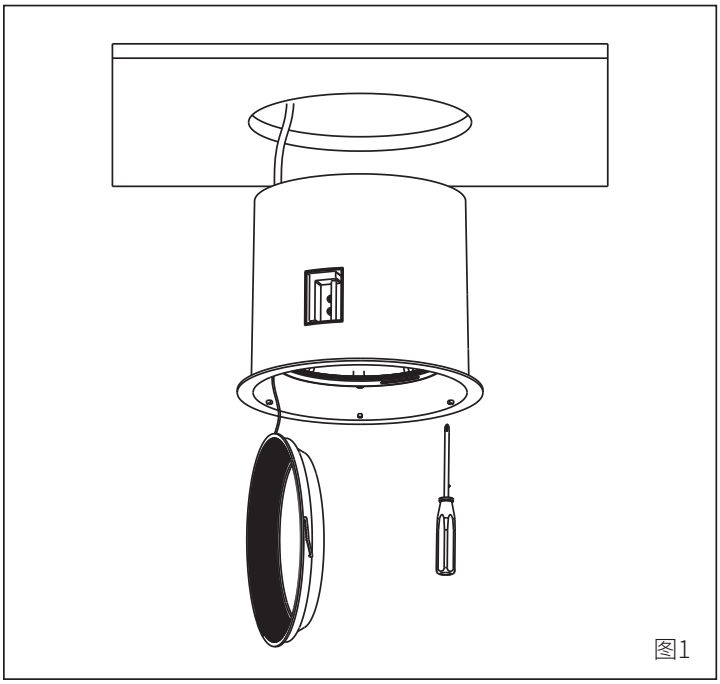

图1
3、将面盖逆时针旋转后向下垂直拉出，将灯具装入天花板开孔，然后顺时针方向旋转3个固定螺钉，直至灯具紧固在天花板上（如图1）；